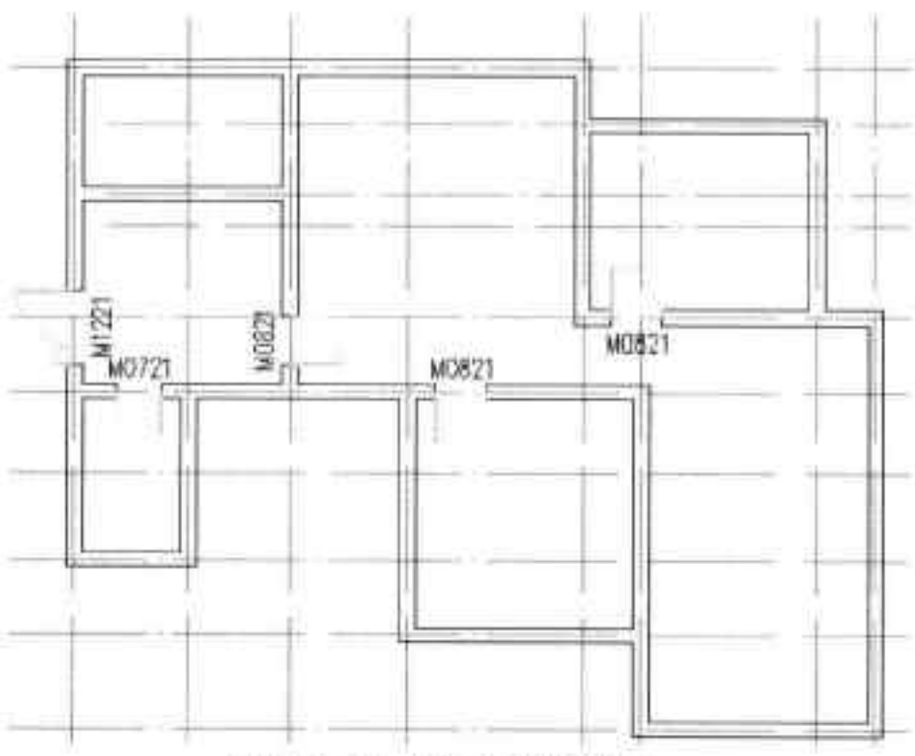

图16-74 插入房门图块
Step 10 同样打开“门”对话框，将“门宽”设为“800”，并在天正图块库中双击满意的门图块，然后在绘图区域中指定好门位置，即可完成房门图块的插入操作，如图 16-74 所示。